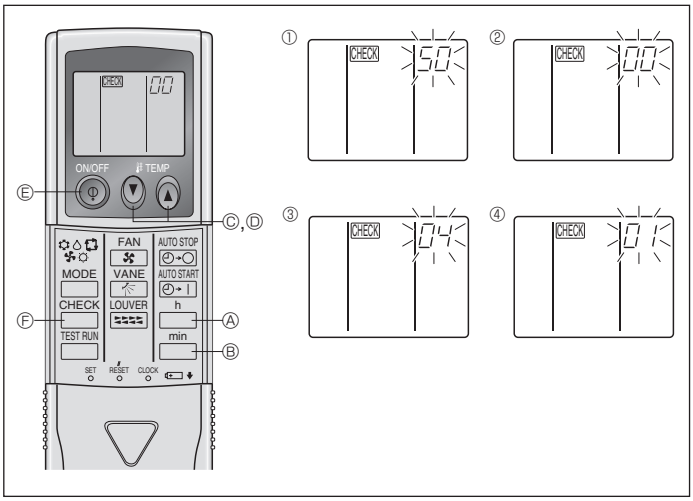

Fig. 6-16
2) Para el controlador remoto inalámbrico por infrarrojos (Fig. 6-16)